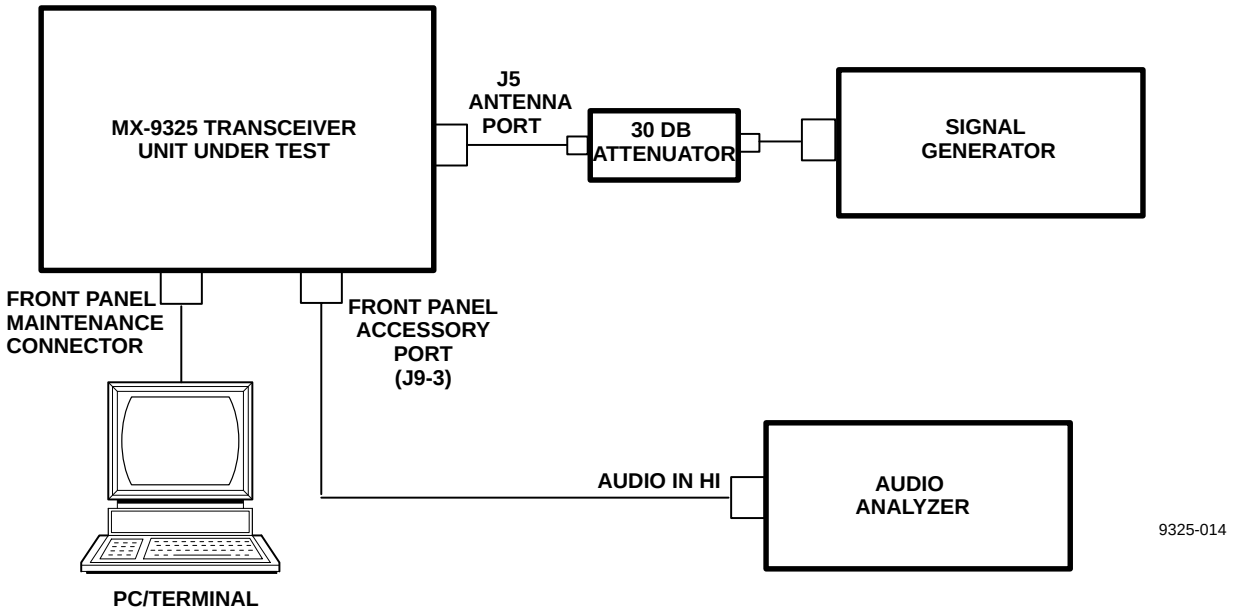

Figure 6-3. MX-9325 Transceiver Receive Sensitivity and Distortion Test Set Up
a. Set up the radio system as shown in Figure 6-3. Refer to Chapter 3, Paragraph 3.2.4 for command information.